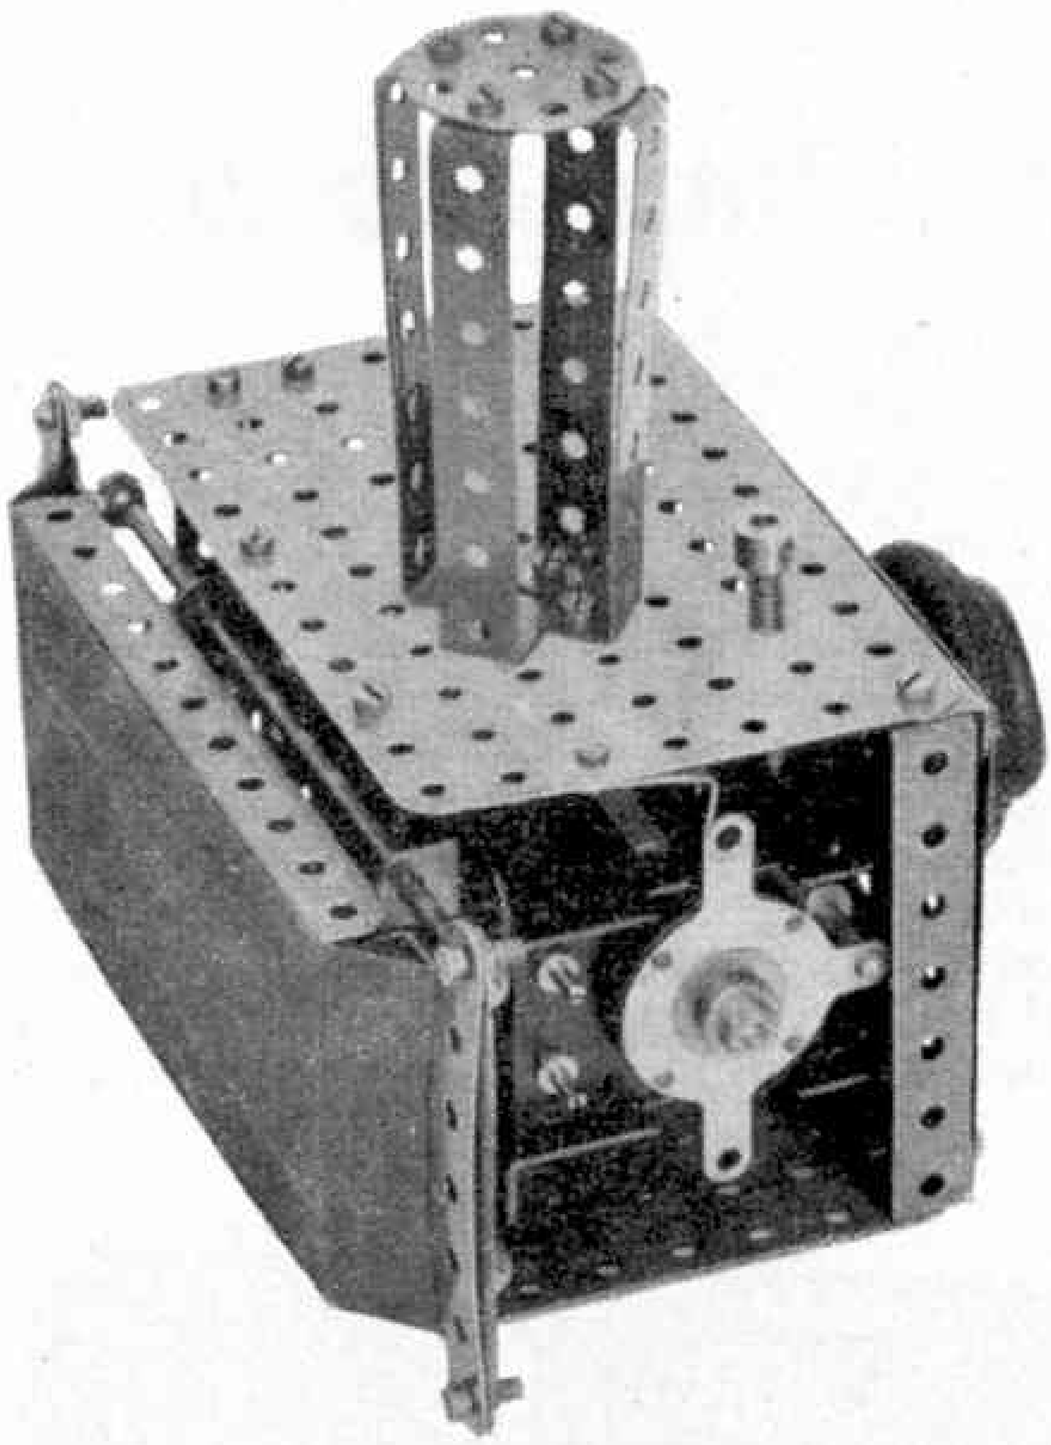

Fig. 2. A useful Sanding Machine for the home workshop. It is operated by an E20R(S) Electric Motor and was built by Mr. H. H. Taylor, Huddersfield.
The sanding machine shown in Figs. 2 and 3 was designed by Mr. H. H. Taylor, Huddersfield, and will be found a useful addition to a home workshop. Readers who wish to build it are advised to start with the operating mechanism and this is assembled on an E20R(S) Electric Motor. First of all two 1½″ Corner Brackets are fixed to each sideplate of the Motor, and these support two 1½″ × ½″ Double Angle Strips 1. It should be noted that Washers are placed between the side-plates and the Double Angle Strips. A $\frac{7}{16}$″ Pinion on the Motor shaft drives a 60-tooth Gear on a 2½″ Rod, which carries also a ½″ Pinion 2. This Pinion meshes with a 57-tooth Gear on a 2½″ Rod fitted with a Helical Gear, which drives a 1½″ Helical Gear on a 3″ Rod supported in the Double Angle Strips 1. The 3″ Rod is held in place by a Collar, and at its lower end it carries a Triple Throw Eccentric, arranged to give a ½″ stroke.